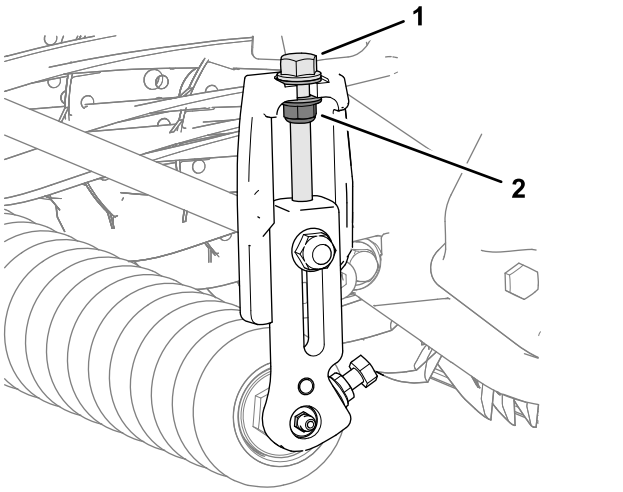

Figur 1
1. Løsne de to flenslåsemutterne på to de to klippehøydeskruene (Figur 1).